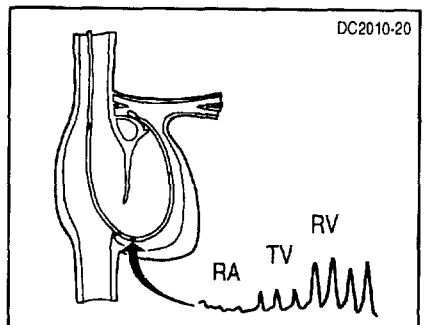

Figur 1. Korrekt RV-portplacering (1 til 2 cm distalt for trikuspidalklappen)
2. Tilslut katetrets RV-lumenmuffe til en tryktransducer og kontrollér, at placeringen af RV-porten er korrekt (1 til 2 cm distalt for trikuspidalklappen) (Figur 1). For at hindre kateterbevægelser fastgøres katetret ved indføringsstedet.